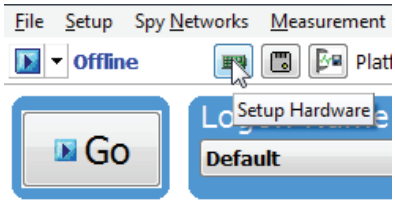

Figure 53: ヴィークルスパイの中から**neoVI Explorer**を起動する。
- ハードウェア設定ボタン: ボタンはヴィークルスパイのメインメニューのツールバーのすぐ下にあります(図53)。